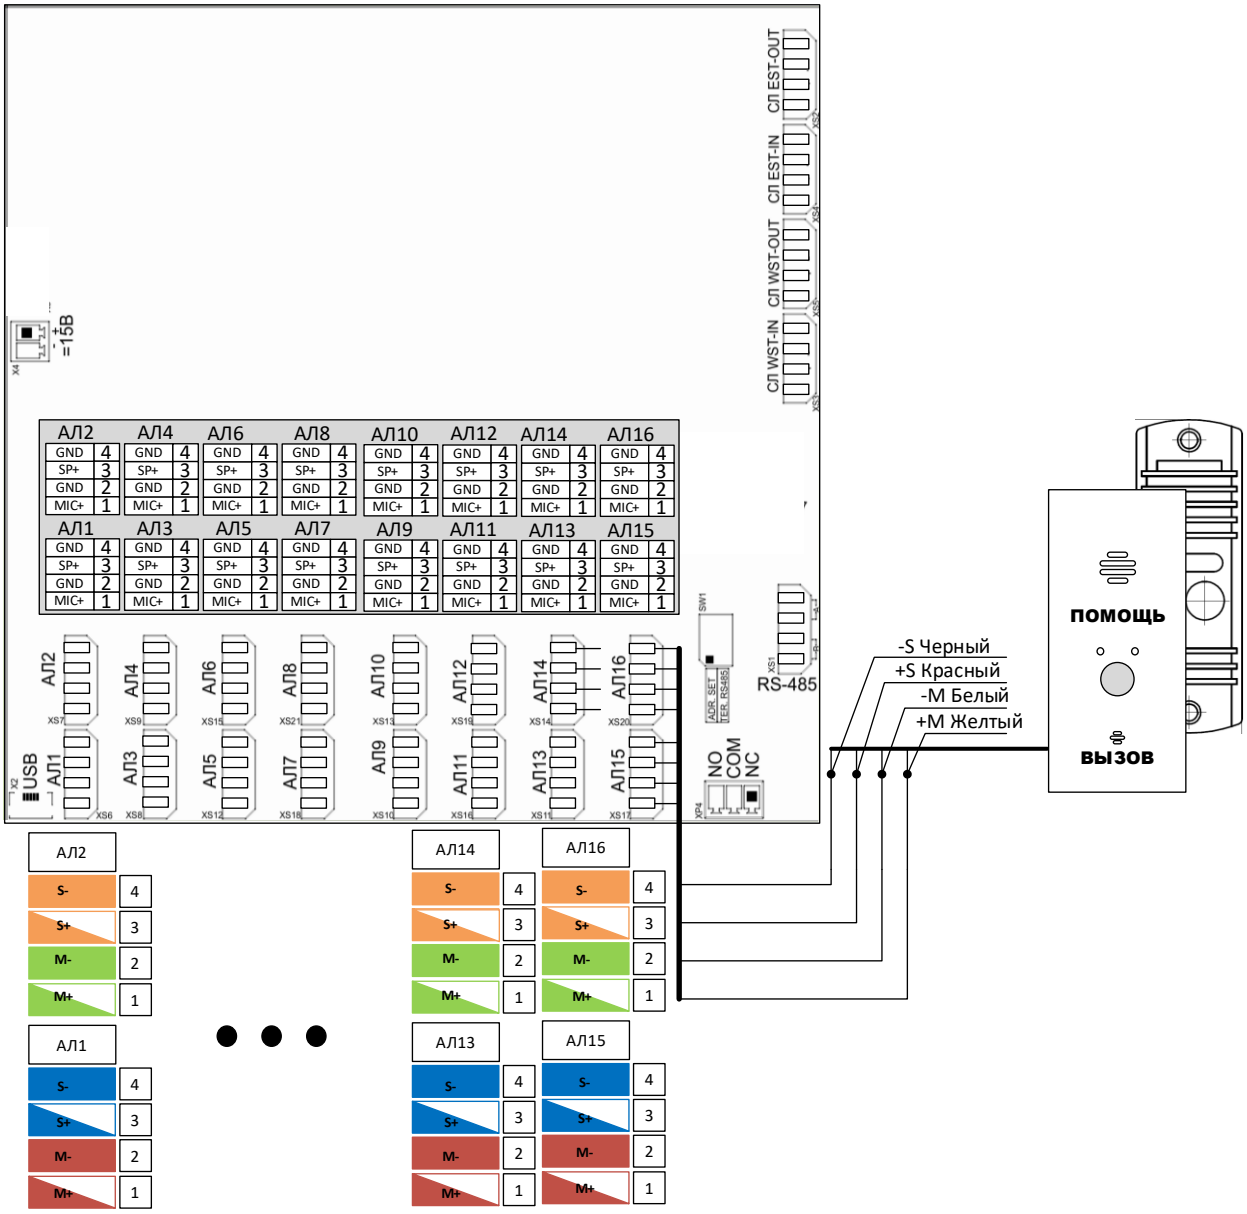

Рис. 5.8
5.4 Подключить к СДС-БС вызывную панель (далее — ВП) в соответствии со схемой (рис. 5.8).
В соответствии со схемой (рис. 5.8) ВП подключен к АЛ номер 16. В поле необходимо ввести физический порт подключения ВП. После завершения ввода нажать «Вызов». Откроется окно параметров АЛ (рис. 5.10).